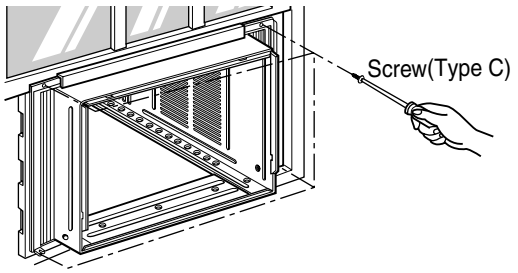

Figure 27
6. Attach each Frame curtain the window sash by using screws (Type C). (See Fig. 27)